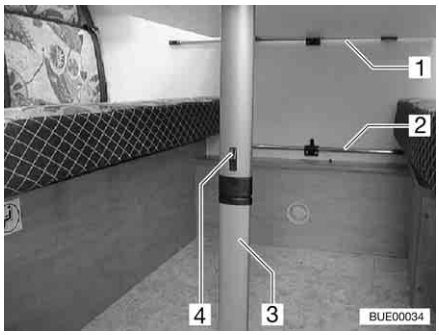

Fig. 67 Suspension table with folding leg
- Move the locking device (Fig. 67,4) toward the table-top.
- Fold the lower section of the foot (Fig. 67,3) under by 90°.
- Detach the suspension table from the upper attachment rail (Fig. 67,1).
- Attach the suspension table to the lower attachment rail (Fig. 67,2) and rest it onto the table leg hinge.